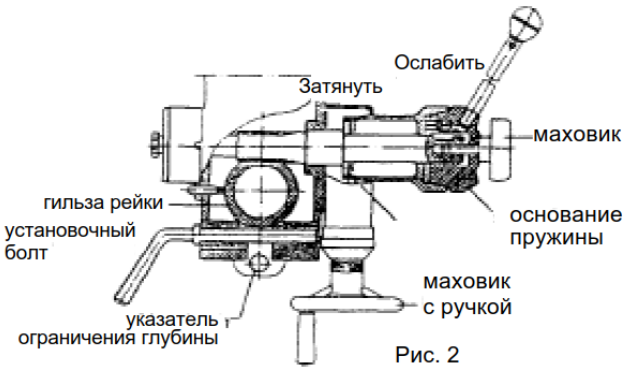

Рис. 2
(1) Подготовка к сверлению (см. рис. 2)
(2) Подготовка к фрезерованию (см. рис. 2) (за исключением системы дополнительного питания)